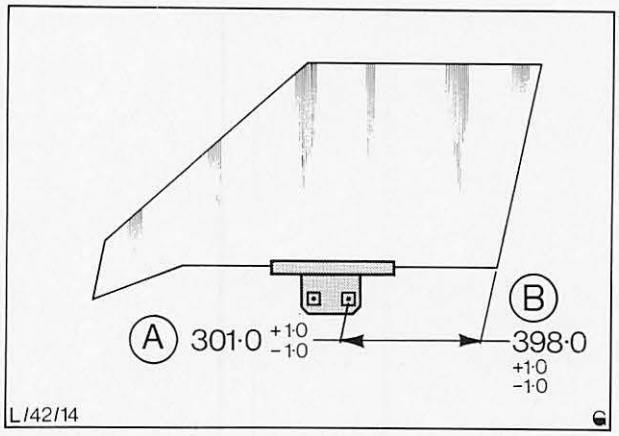

Abb. 10 Türfensterscheibe und Hebeschiene
2. Hebeschiene, wie in Abb. 10 gezeigt, ansetzen und auf die Scheibe treiben.